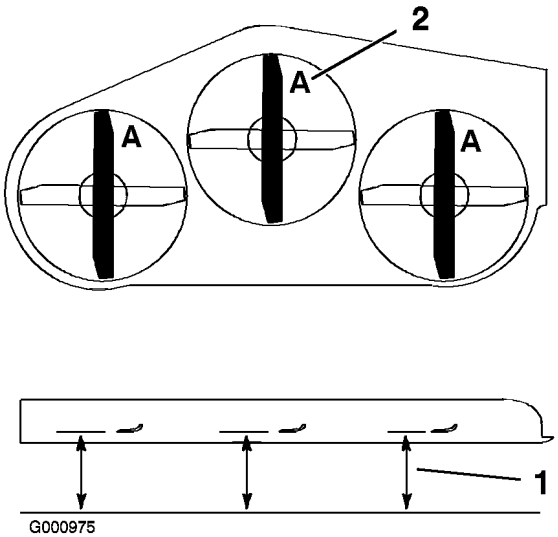

Figur 77
3. Drej knivene, indtil enderne vender fremad og bagud (Figur 77). Mål fra en plan overflade til knivenes skærekant, position **A** (Figur 77). Noter dette mål.